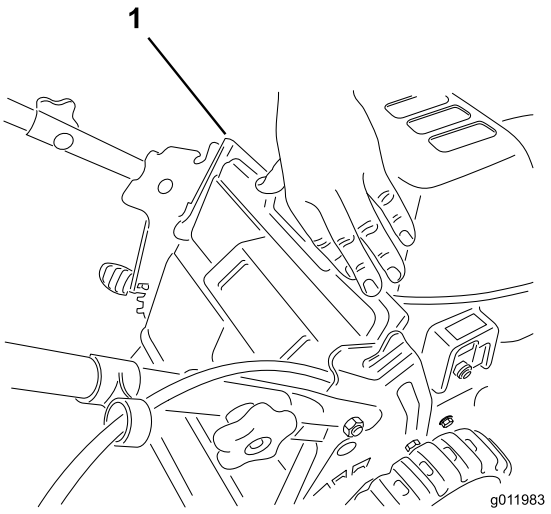

Figura 9
1. Levante el deflector trasero (Figura 9).